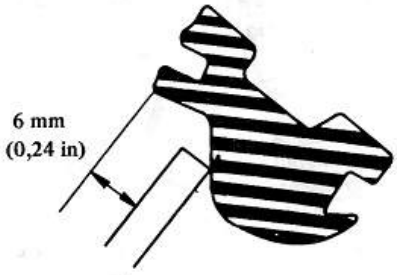

Fig. BF-46 Réglage du positionnement latéral
2. Lever la glace et régler les vis inférieures de telle sorte que la garde entre l'extrémité de la lèvre extérieure du joint d'étanchéité et la face extérieure de la glace soit de 6 mm (0,24 in). Voir Figure BF-46.